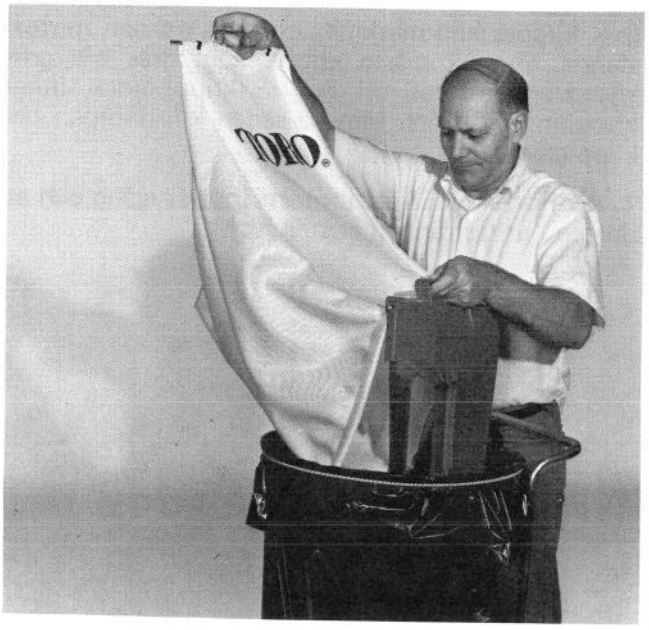

Bild 18
7. För att tömma gräset från påsen, frigör fästet på främre påshandtaget och lyft upp bakdelen av påsen (Bild 18).